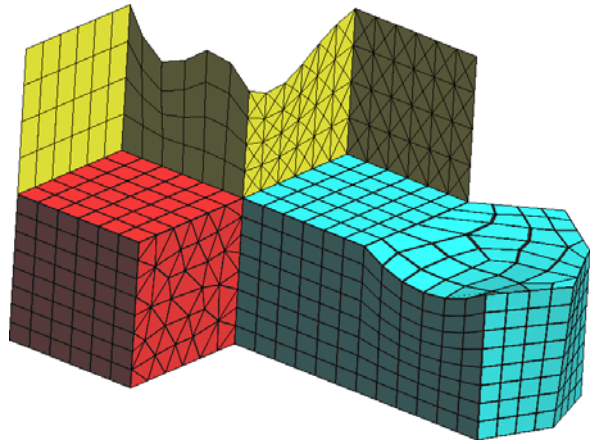

Figure 13. Semi-structured volume mesh of prisms and hexahedra.
23. Another window appears in which to enter the maximum element size. Leave the default value unaltered and click **OK**. The result is the mesh shown in Figure 13.